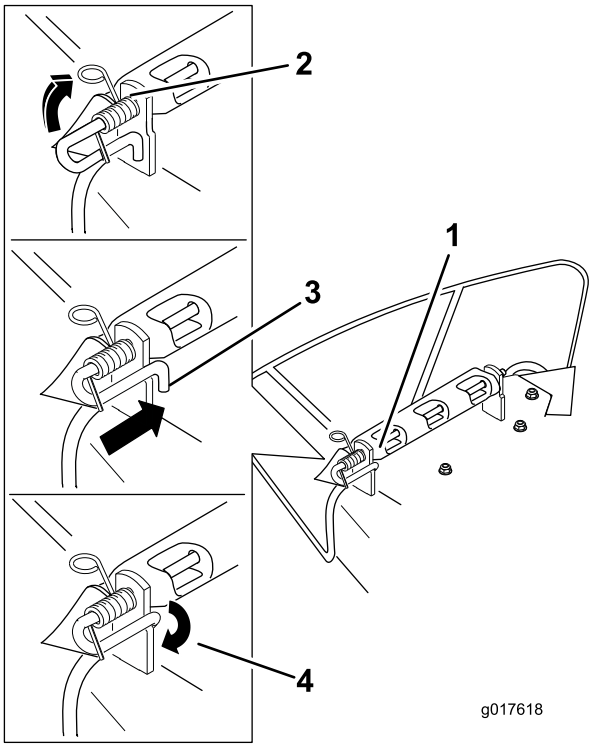

Figure 61
3. Position the new discharge deflector with the bracket ends between the welded brackets on the deck (Figure 61).
5. Position the spring on the rod as shown in Figure 61, so the shorter spring end is coming from under the rod before the bend and going over the rod as it returns from the bend.
6. Lift the loop end of the spring and place it into the notch on the deflector bracket (Figure 61).
7. Secure the rod and the spring assembly by twisting it, so the short end of the rod can be placed behind the front bracket welded to the deck (Figure 61).